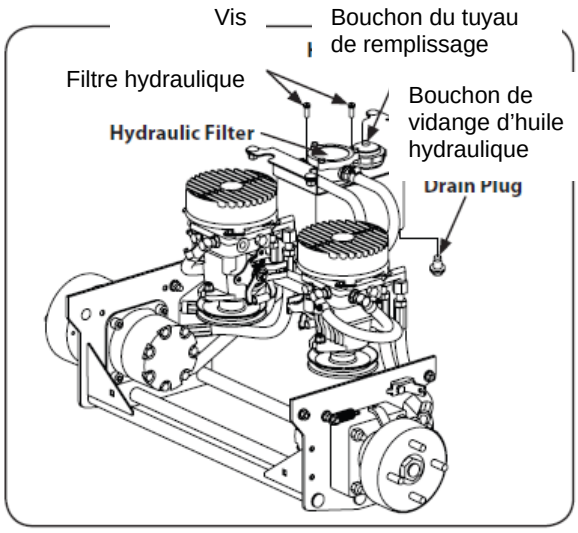

Figure 6-1
3. Nettoyez la zone autour du col de remplissage de l'huile hydraulique. Consultez la Fig. 6-1.
8. Placez un petit bassin sous le bâti du motopompe. Retirez le bouchon de remplissage d'huile du bas du réservoir d'huile hydraulique aux fins d'une purge plus rapide. Retirez les écrous à calotte et purgez l'huile à partir des pompes gauche et droite. Remplacez et serrez les écrous. Consultez la Fig. 6-1.